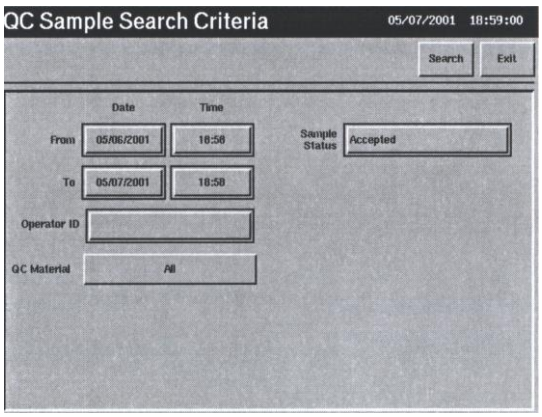

Рис. 5.3
1. Выберите *QC Samples* из меню *Database*. На экране появится окно *QC Samples Search Criteria* (Критерий поиска анализов контрольных материалов) (рис.5.3).